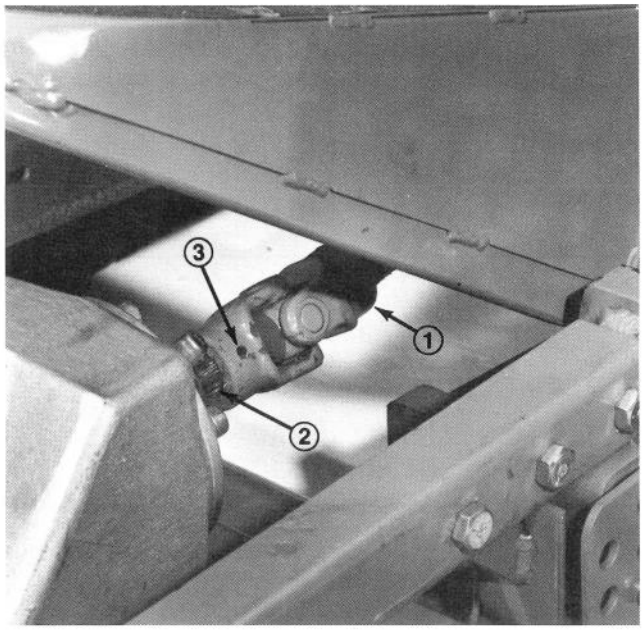

Figure 23
3. Lower frame, align PTO shaft hole with gearcase input shaft hole and install roll pin (Fig. 23).